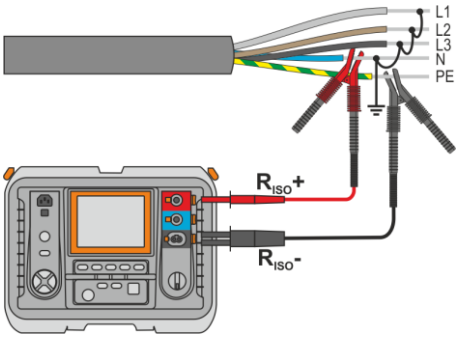
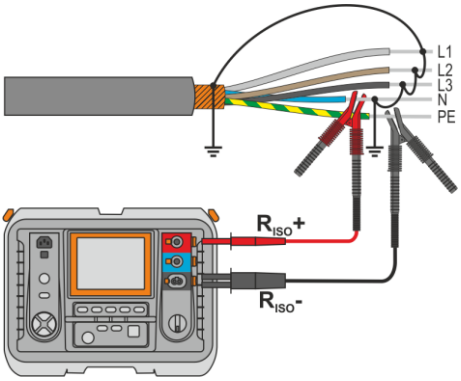

Fig. 4.1. Misura del cavo non schermato
Fig. 4.2. Misura del cavo schermato
- Per i cavi elettrici, va misurata la resistenza d'isolamento tra ogni conduttore e gli altri messi in corto e a terra (**Fig. 4.1**, **Fig. 4.2**). Nei cavi schermati si cortocircuita anche lo schermo con i cavi.